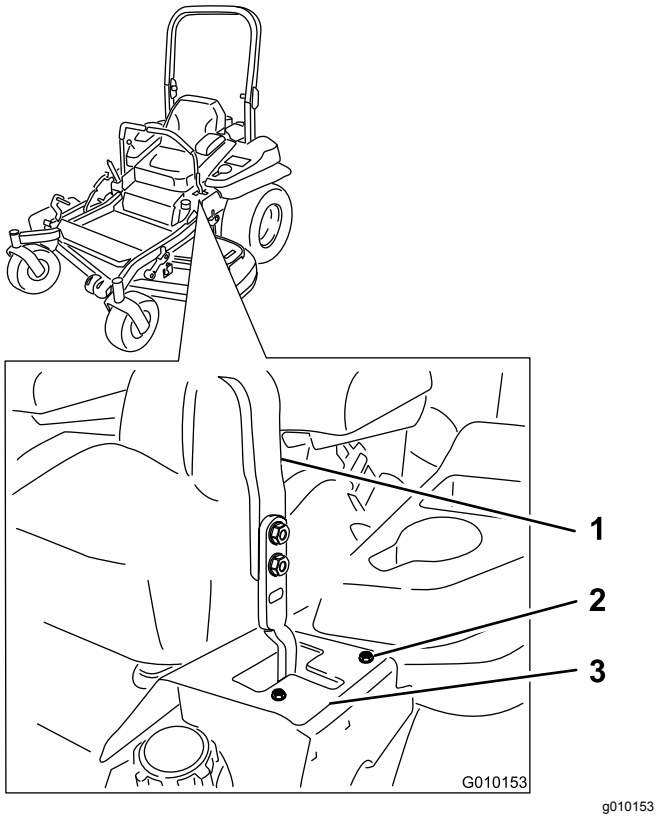

**Figur 55**
6. Hvis maskinen sporer mod højre, skal boltene løsnes, og den venstre stopplade på venstre T-rille justeres bagud, indtil maskinen sporer lige (Figur 55).
7. Hvis maskinen sporer mod venstre, skal boltene løsnes, og den højre stopplade på højre T-rille justeres bagud, indtil maskinen sporer lige (Figur 55).
8. Stram stoppladen (Figur 55).